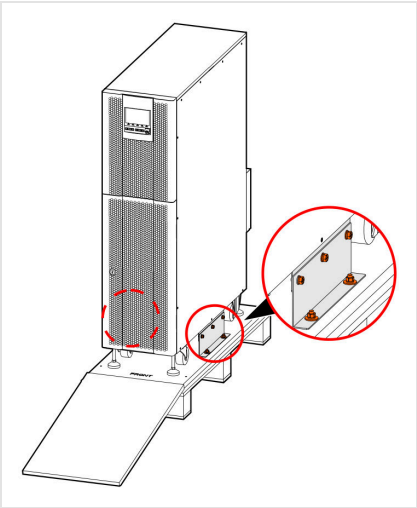

FIGURE 4-7 Pallet ramp and the bolts that fix the UPS to the pallet
5. Lower the front panel of the pallet to form a ramp (Figure 4-7).
6. Remove the bolts that fix the UPS and its support plate to the wooden pallet (circled in Figure 4-7), and remove the support plate.